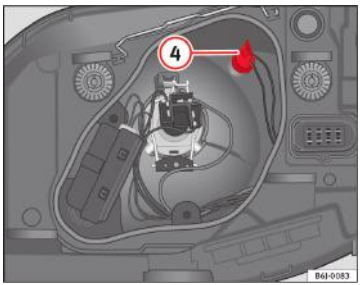

Fig. 147 Lămpile de poziție laterale
– Scoateți soclul lămpii (4) ⇒ fig. 147.